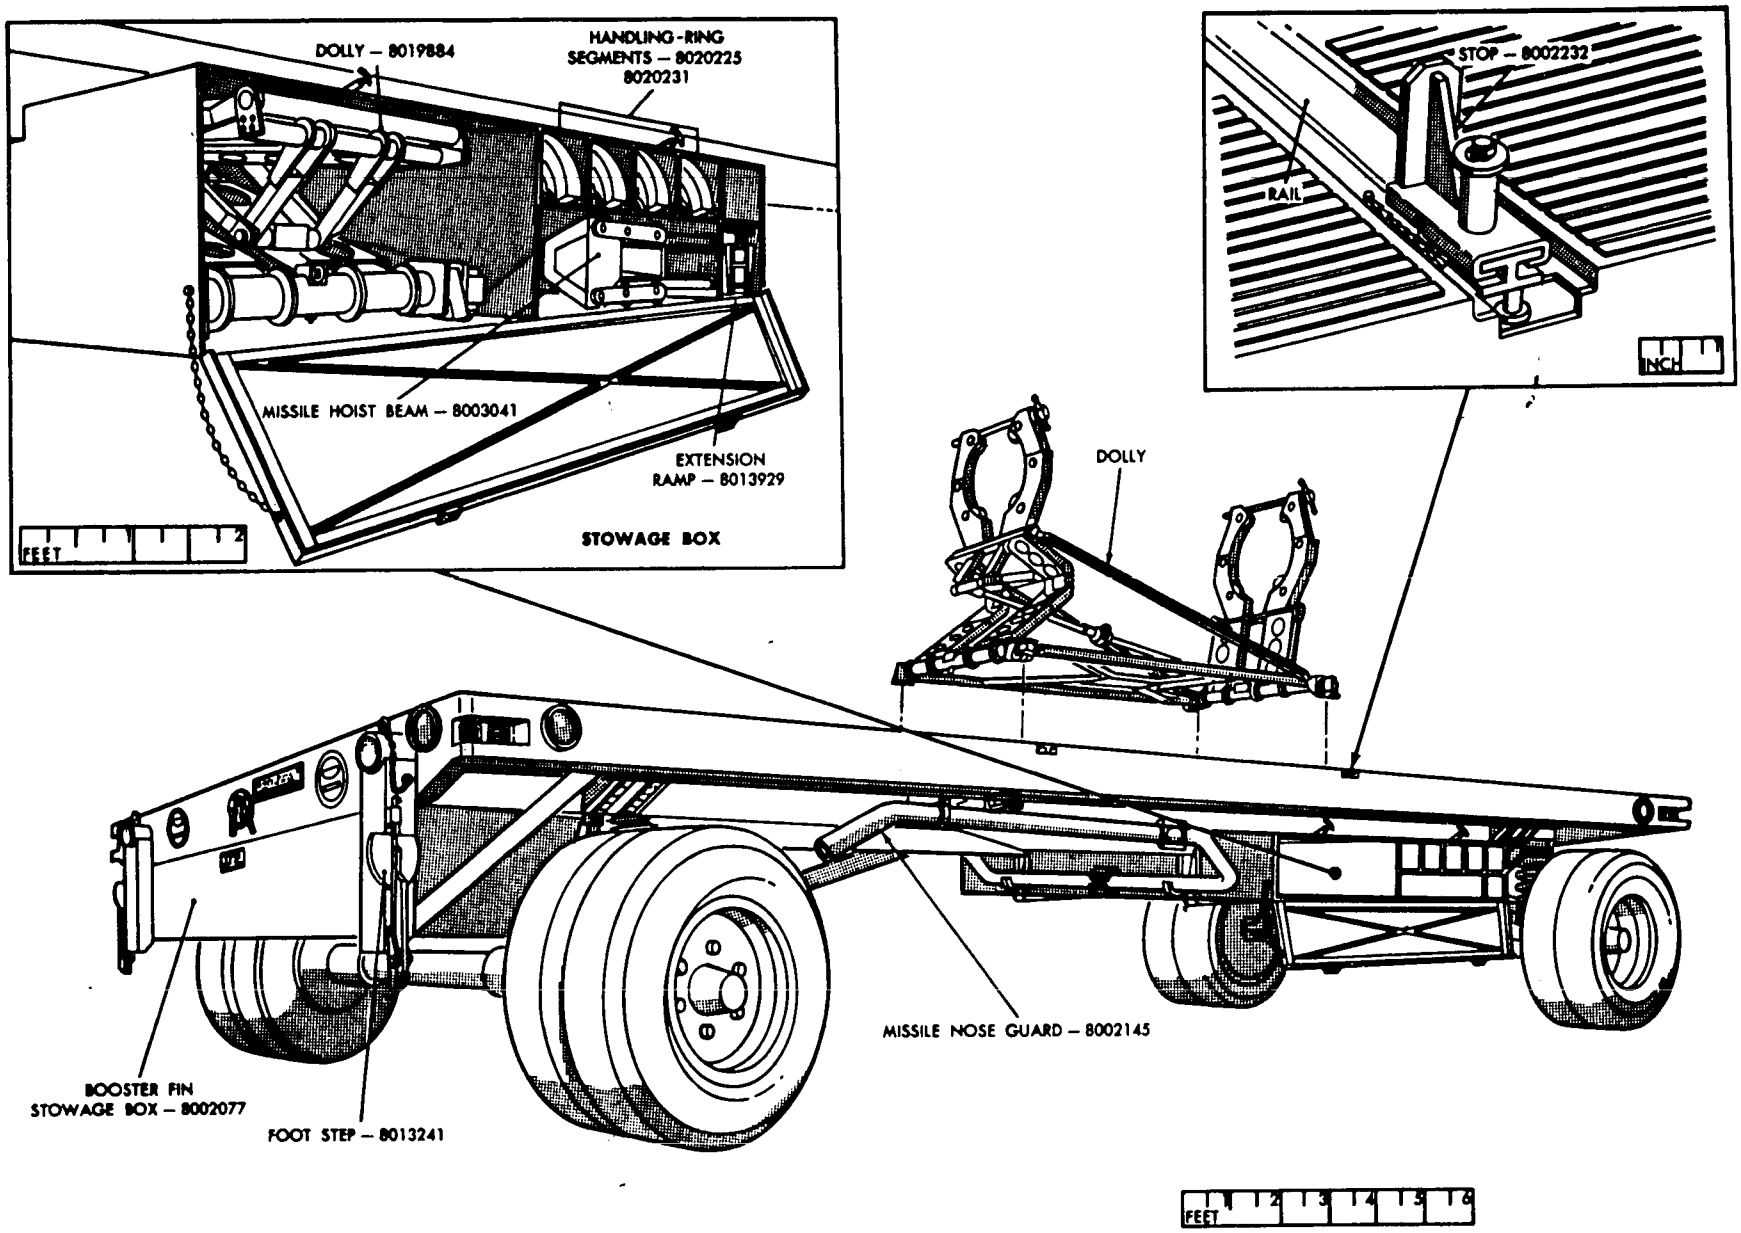
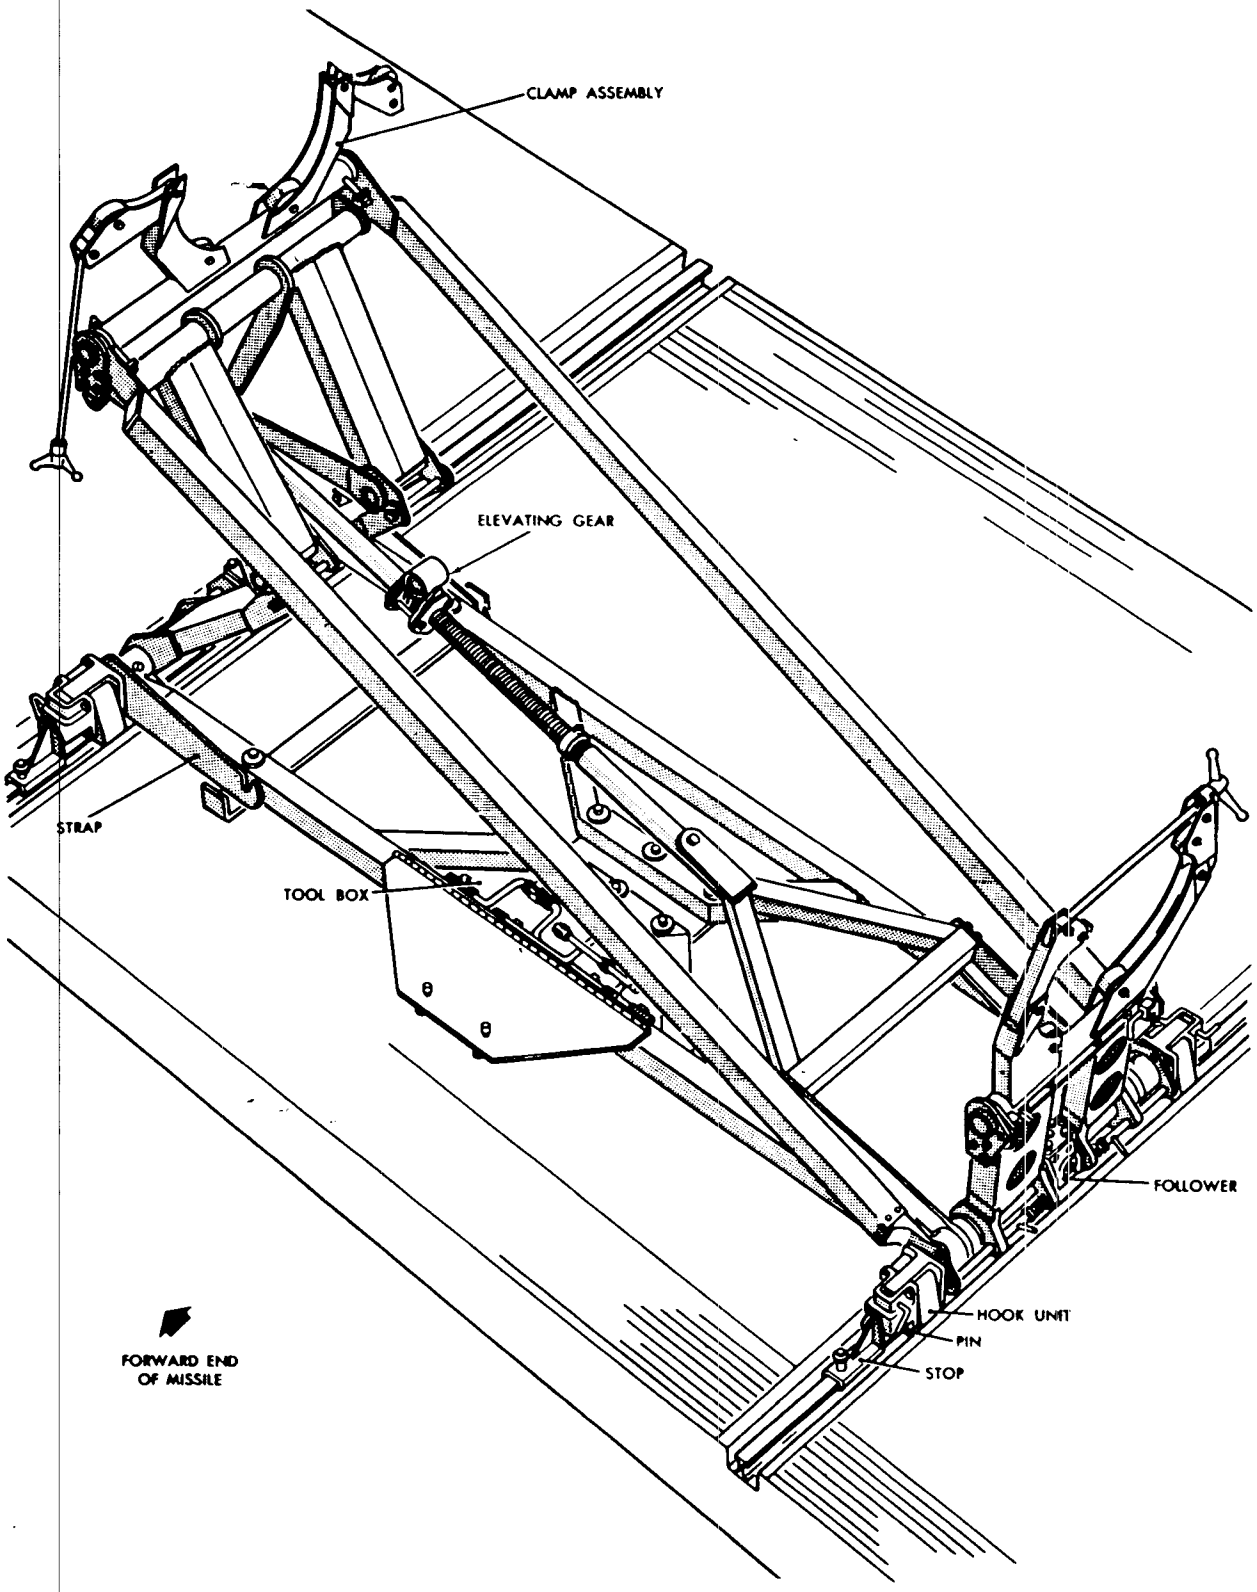

*Figure 75. Transporter-trailer.*
*Figure 82. Universal handling dolly.*
(fig. 75)
*g. Universal Handling Dolly* (fig. 82). The universal handling dolly is used to raise, lower, and rotate the missile during removal of the fuel and oxidizer. During use, the dolly is mounted on the bed of the transporter trailer (fig. 75). When not in use, it is stored in the storage box on the transporter trailer. The forward end of the dolly can be raised and lowered between −3° and +15°. A missile, on its handling rings, can be rotated about its longitudinal axis. The universal handling dolly may be used to transport a missile over rough terrain or long distances where the missile dolly cannot be used.